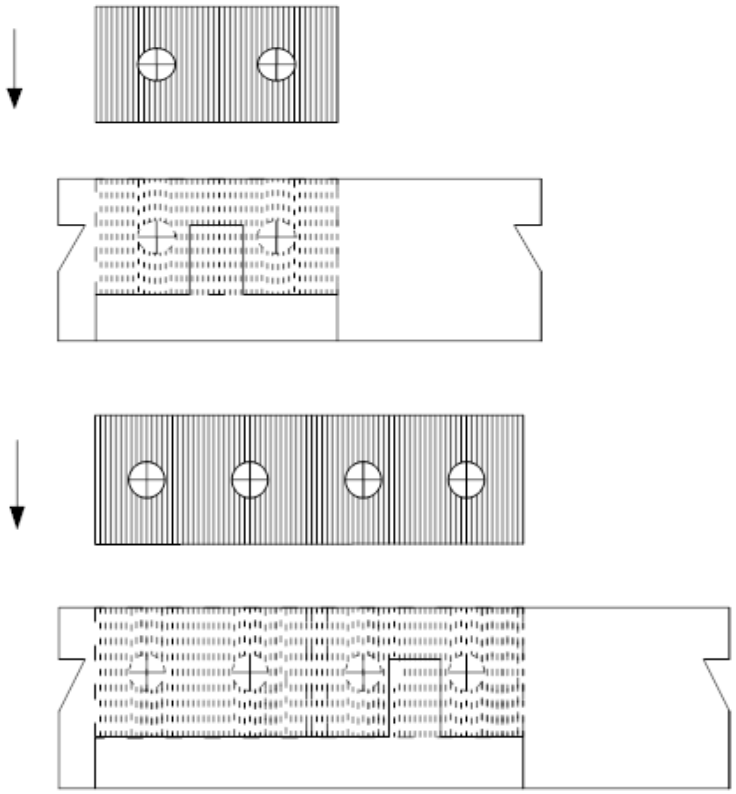

*Рис.4 Схема установки-снятия теплообменника конвектора серии **«Уют»***
3. При необходимости снять медно-алюминиевый теплообменник с кронштейнов или установить его на кронштейны корпуса – ознакомьтесь со схемой установки (рис.4).